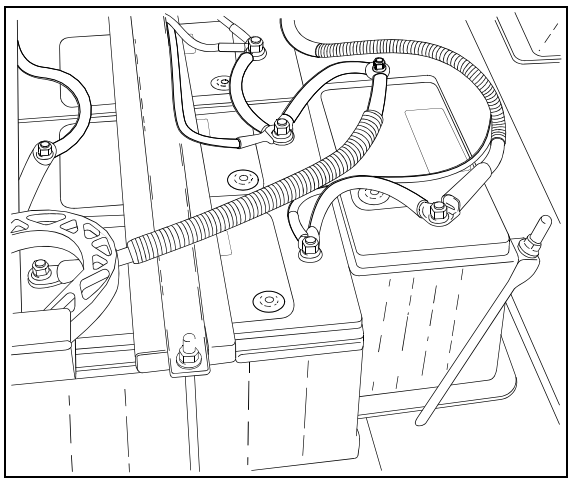

FIGURE 27: BATTERIES (TYPICAL) 06343
The vehicle is provided with f our (4) maintenance-free 12 volt heavy-duty batteries connected in series-parallel (Fig. 27). The top-mounted negative and positive terminals are tightly sealed to pr event leaks. Water never needs to be added to this type of battery. There are no filler caps in the c over. The battery is sealed, except for small vent holes in the cover. The vents must not be restricted as they allow small amounts of gases produced in the battery to escape. The s pecial chemical composition inside the battery reduces gassing to a very small amount at normal charging voltages. Besides reducing gassing, the special chemistry greatly reduces the pos sibility of overcharge damage.